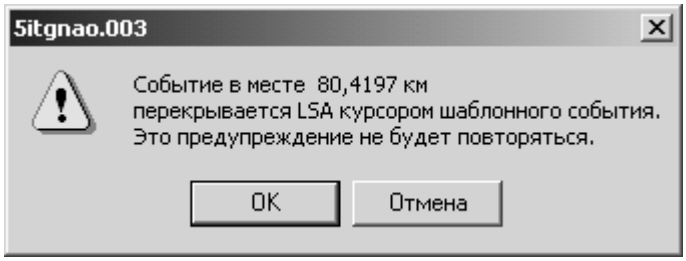

Рисунок 11-5: Диалог предупреждения
5. Щелкните OK для применения шаблона стыка *без сохранения трасс*. В этот момент может появиться предупреждение (см. Рисунок 11-5), сообщающее, что событие в местоположении 80,4197 трассы 5ITGNAO.003 перекрывает LSA курсоры шаблона.